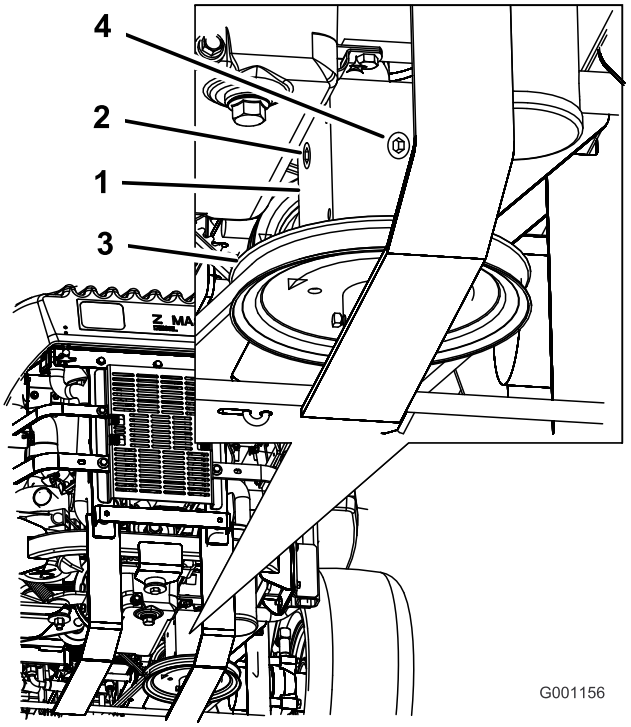

Figur 58
4. Ta bort pluggen på växellådans sida eller baksida (Figur 58).